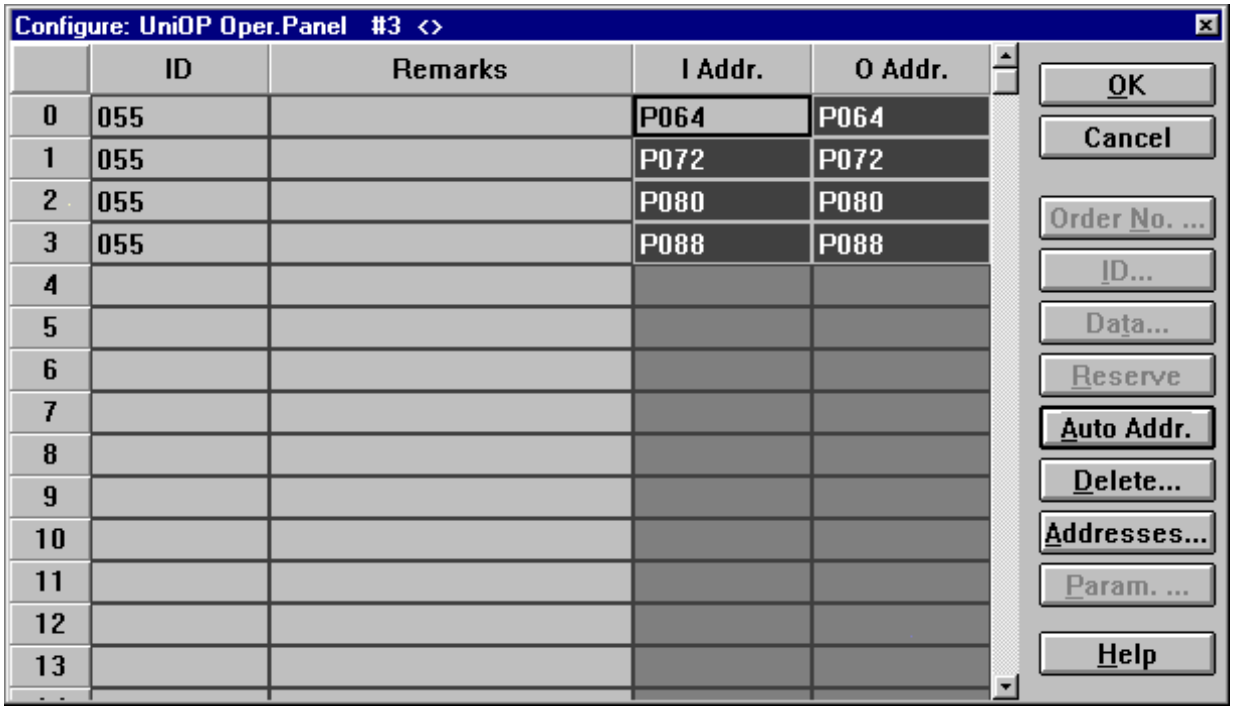

Figure 7 - Configure UniOP Dialog Box
Once you have done this you need to specify the Input and Output addresses that will be reserved for this UniOP panel in the Master PLCs memory and the error reporting for the Slave. You do this via the Configure UniOP dialog box as shown in Figure 7.
1. You must define Input and Output addresses for all enabled Input and Output blocks. You can use the 'automatic addressing' mode for a quicker configuration. Figure 7 shows a configuration in which 32 byte buffer size has been selected.
2. The active sections of the Input area must be placed sequentially and must each be 8 bytes long. (If you use the 'automatic addressing' mode this is handled automatically.) As an example see Figure 7., here the Input address of the first block is set to P000, that of the second block is set to P008 (0+8), that of the third block to P016 (8+8) and that of the fourth block to P024 (16+8). A similair consideration applies to the Output area as can also be seen from Figure 7.